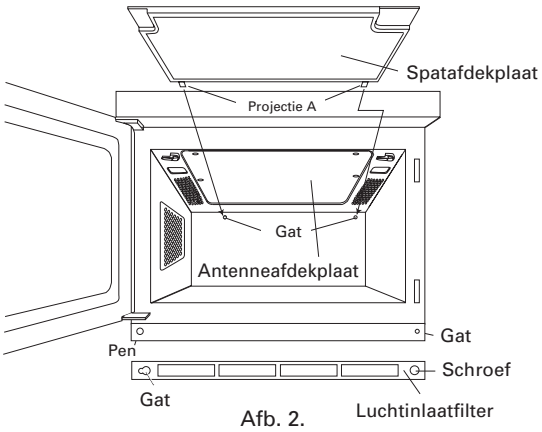

Afb. 2.
Verwijder de spatafdekplaat zoals weergegeven in Afb. 2 en en verwijder het frame van de behuizing.
Vergeet niet om de stekker van de elektriciteitskabel uit het stopcontact te trekken. Draai aan de 2 tabjes waarmee de bovenste afdekplaat aan het bovendeel van de ovenruimte is bevestigd zoals weergegeven in Afb. 2, trek vervolgens de afdekplaat voorzichtig omlaag om deze van het bovendeel van de ovenruimte te scheiden. Verwijder vervolgens de plaat uit het frame. Het wordt op zijn plaats gehouden door 4 tabjes.
Vergeet niet om de elektriciteitskabel eruit te trekken. Zet de afdekplaat weer in het frame. Plaats projectie A (2) in de 2 gaten in de achterplaat in de ovenruimte en plaats vervolgens projectie B (2) in de 2 gaten in de topplaat van de ovenruimte zoals weergegeven in Afb. 2. Schuif vervolgens de tabjes weer op hun plek.